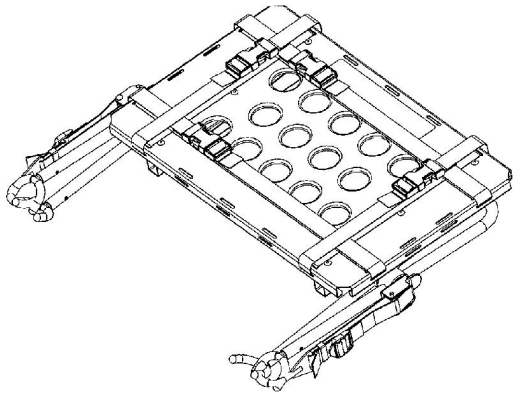

Afbeelding 54
1. Plaats het defibrillatorplatform in de opbergstand (zie Afbeelding 54).